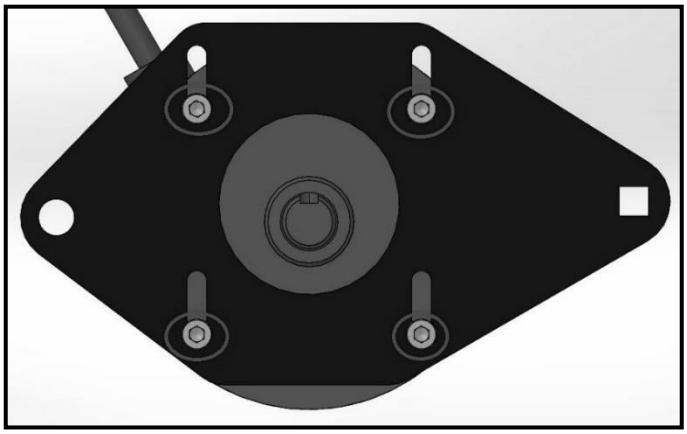

Fig. 2
4. Desserrez les quatre vis à six pans creux qui maintiennent le moteur sur la plaque du moteur, comme indiqué à la Fig. 2.